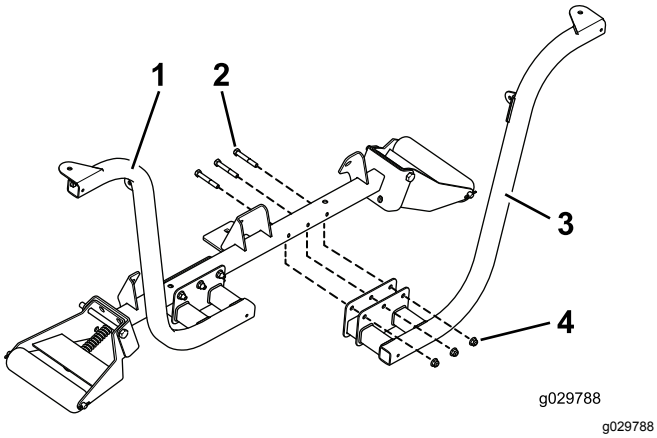

Figura 6
1. Aperte os suportes do farol do lado esquerdo e do lado direito na parte da frente do tubo de suporte do rolo com seis parafusos (⅜ x 2½ pol.) e seis porcas flangeadas (⅜ pol.) como se mostra na Figura 6.